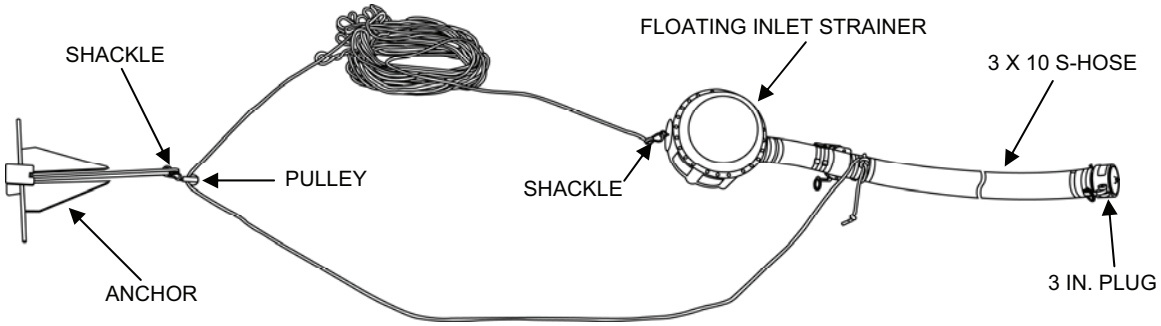

Figure 5. Anchor, Rope, Inlet Strainer and Hoses Assembled On-Shore.
2. Assemble the anchor, rope, inlet strainer and hoses on-shore as follows (Figure 5):